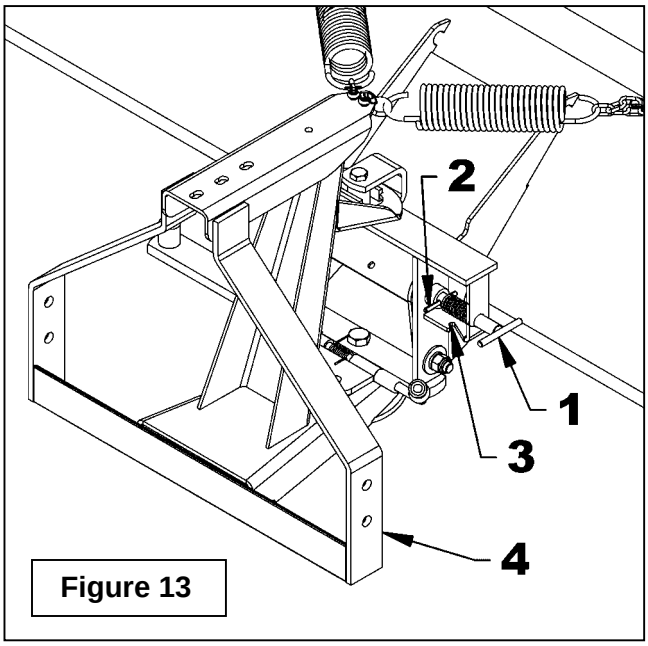
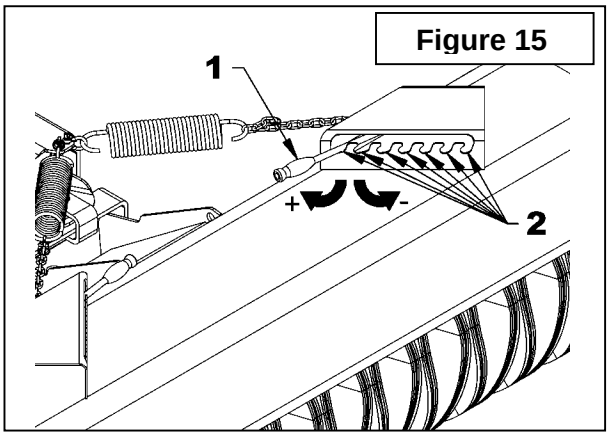

Figure 13
Figure 15
(Figure 13)
Pour éviter que l'attache remonte par l'action du ressort et ainsi faciliter le montage et le démontage, la goupille de blocage du pivot (fig. 13, item 1) doit être placée en position verrouillée. Cette position est aussi utilisée lors des déplacements et du changement de brosses. Toutefois, ne jamais faire fonctionner le balai lorsque la goupille est placée en position verrouillée car vous pourriez endommager le balai.
IMPORTANT: La goupille en "T" pin (fig. 13, item 1) DOIT ÊTRE en position déverrouillée.
6. **Figure 15:** Pour ajuster la pression au sol, relever simplement chacun des leviers d'engagement (item 1), les déplacer vers l'avant ou l'arrière dans les encoches (item 2) de chacune des boîtes d'ajustement de tension. Pour réduire la pression au sol, déplacer les leviers d'engagement vers l'avant du balai; pour l'augmenter les déplacer vers l'arrière du balai. S'assurer que le poids est distribué également des deux côtés. Un ajustement asymétrique pourrait être nécessaire afin d'équilibrer le poids du balai et la pression au sol.
2. Pendant que le balai est encore attaché au tracteur, descendre le balai au sol et placer les leviers d'engagement (fig. 15, item 1) à la plus basse position de pression au sol.
3. Retirer les trois boulons 1/2" x 2 1/4" (item 8), les rondelles de blocage 1/2" (item 6) et les écrous 1/2" (item 7) qui retiennent le moteur hydraulique.
4. Retirer le boulon 3/8" X 1 1/2" (item 11) et l'écrou à bague de nylon 3/8" (item 12) pour enlever le garde intérieur (item 13).
5. Retirer les boulons 1/2" x 1 1/4" (item 1), les rondelles de blocage 1/2" (item 4) et les écrous 1/2" (item 5) qui fixent le palier à roulement sur le côté du balai opposé au moteur hydraulique.
6. Placer la goupille en "T" (fig. 13, item 1) en position verrouillée et soulever l'avant du balai pour que la goupille s'enclenche. Retirer la brosse du balai et placer en position verticale, le moteur hydraulique appuyé sur le sol.
7. Retirer les boulons 5/16" x 2 1/2" (item 2) et rondelles de blocage 5/16" (item 3) de la plaque de retenue (item 14) du support de brosse en s'assurant de ne pas endommager les boyaux hydrauliques.